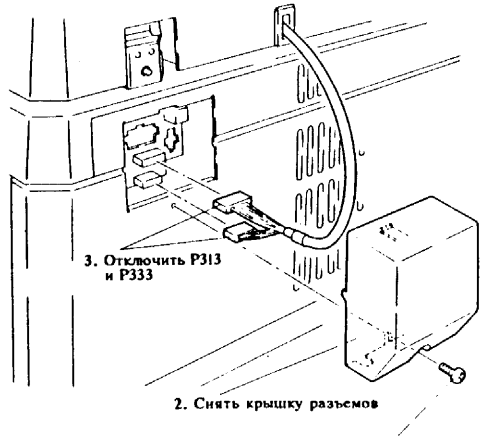

Рис.4 Отключение разъемов
(1) Отключить питание и вынуть вилку из розетки.
(2) Снять дополнительную крышку разъемов и отключить P313 и P333 (рис.4).